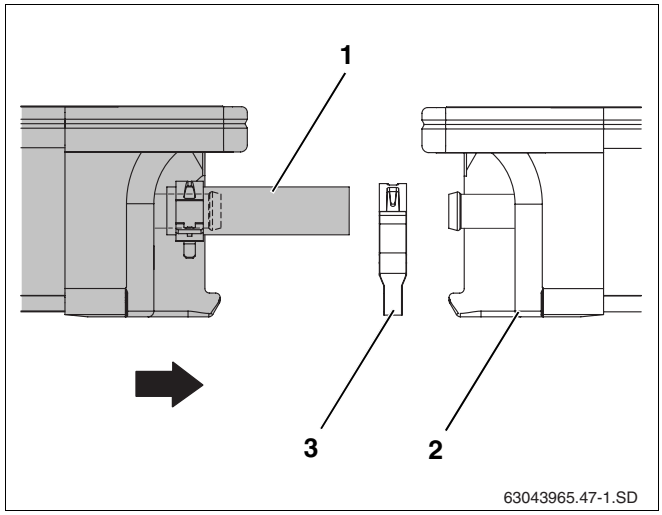

Afb. 49 Tweede collector tegen de eerste schuiven
- Plaats de tweede collector met de voorgemonteerde flexibel voor zonne-energie (afb. 49, **pos. 1**) op de profielrails en laat hem in de beveiligingen tegen afglijden glijden.
- Schuif de tweede veerklemring (afb. 49, **pos. 3**) over de flexibel voor zonne-energie.
- Schuif de collector zo tegen de eerste collector (afb. 49, **pos. 2**), dat de voorgemonteerde flexibels voor zonne-energie tegen de aansluitingen aan de linkerzijde van de eerste collector geschoven worden.